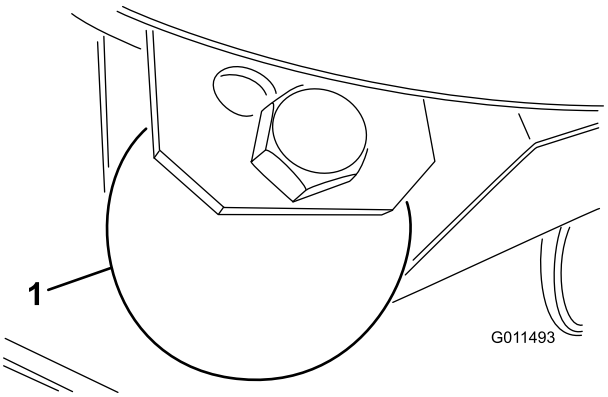

Figura 25
1. Retire el perno y la tuerca que fijan la rueda niveladora a los soportes de la unidad de corte (Figura 25).